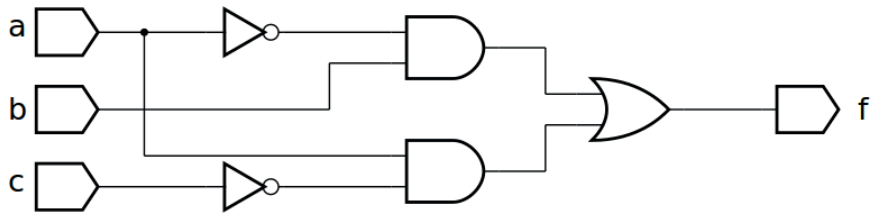

Figura 5.13 – A implementação da função f(a,b,c) = a’b + ac’ na forma E-OU.
b) A função f(a,b,c) = a’b + ac’ pode ser implementada por dois níveis de portas lógicas E-OU. A implementação desta função na forma E-OU é mostrada na Figura 5.13.